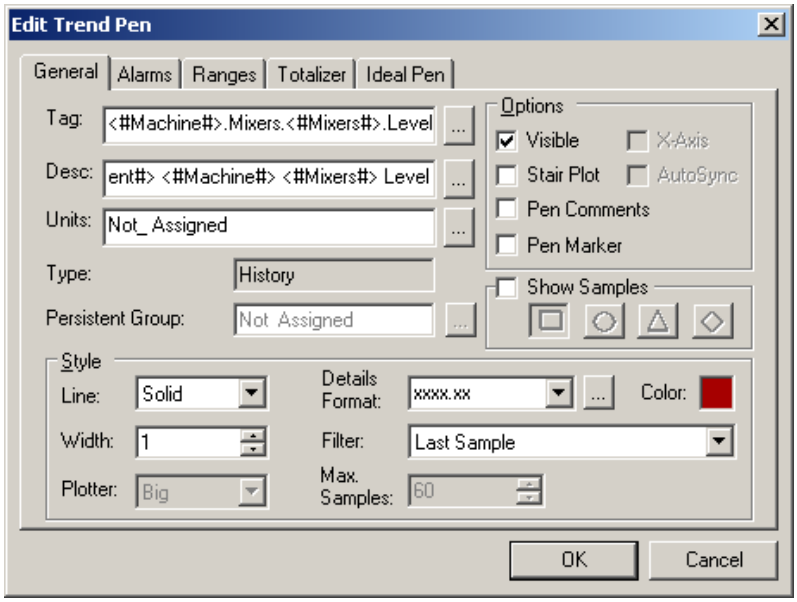

Figure L13.32 - Configuring the Pen Details
19. Change the **Description** field to **<#LocationIdent#> <#Machine#> <#Mixers#> Level**, as depicted in Figure L13.32.